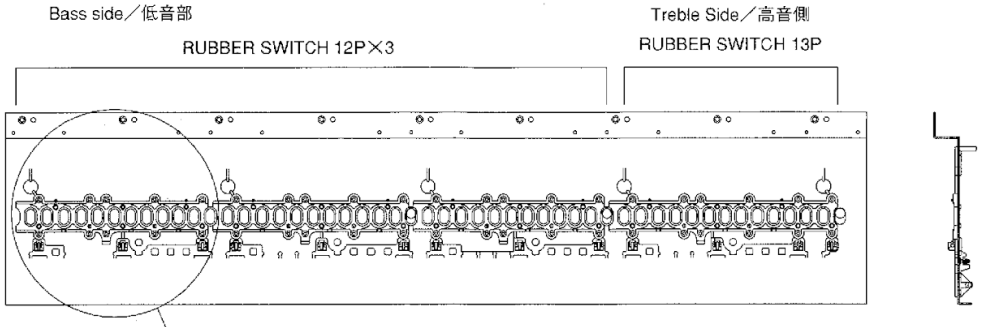

fig. 1
1) Turn the keyboard over as shown in fig. 1. Line up the RUBBER SWITCH 12P with the slots and place three of them on the chassis from the left side (low note).
1) fig. 1のように、シャーシを裏返します。次にRUBBER SWITCH 12Pを長穴に合わせて左側（鍵の低音部）より順に３つシャーシに置きます。